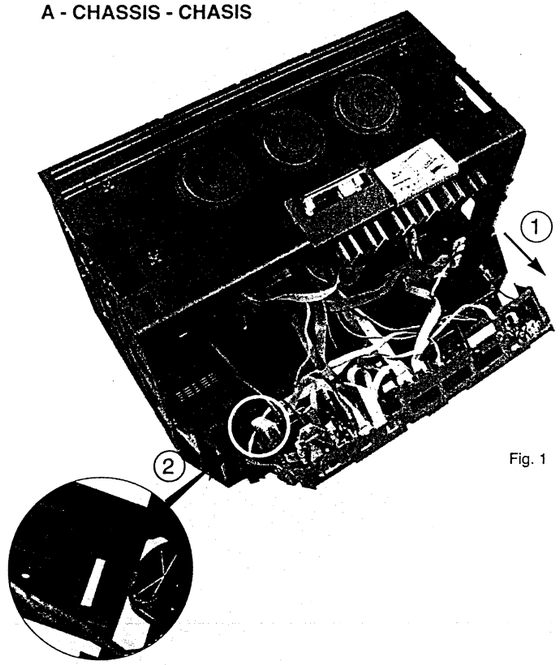

Fig. 1
2- Tip the chassis and insert the small tongue (2) in extremity of the maintain rail to fix the chassis in service position (Fig.1).
2- Basculer le chassis et engager les languettes (2) en extémité des réglettes de maintien pour fixer le chassis en position de service (Fig.1).
2- Kippen Sie das Chassis und hängen es mit den Laschen (2) am Chassisrahmen in die sich am Ende der Führungsschienen befindlichen Ösen (Fig.1) ein.